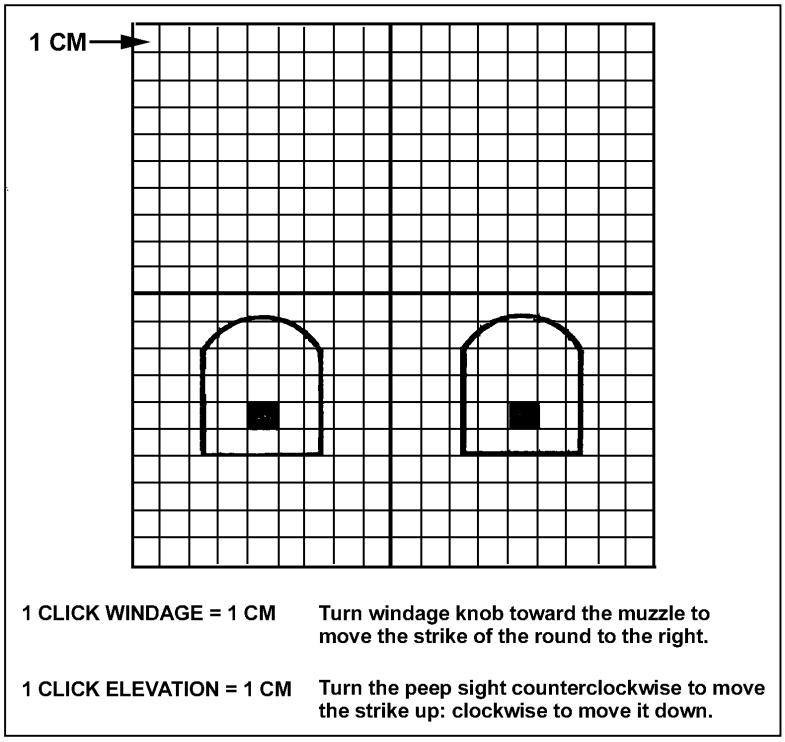

Figure 4-14. Grid square overlay.
c. **Grid Square Overlay**. This device assists the gunner in zeroing his weapon at 10 meters, while using the basic machine gun target (Figure 4-14). The grid square overlay is used the same as an M16 25-meter zero target, except the material can be made of plastic or view graph transparency. Each square is equal to 1 cm.